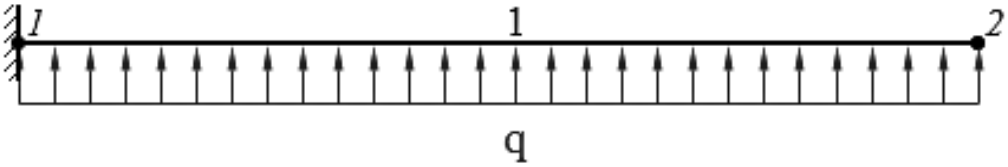

Рисунок 7.2 – Схема балки к заданию 1
1. Дана балка с опорой в виде жесткой заделки (рисунок 7.2). К балке приложена равномерно-распределенная нагрузка $\boldsymbol{q} = 15$, кН/м. Значение нагрузки задано по вариантам. Длина балки $\boldsymbol{l_{12}} = 7$ м. Определить числовые значения реакций, возникающих в жесткой заделке. Построить эпюры внутренних силовых факторов – поперечной силы и изгибающего момента.